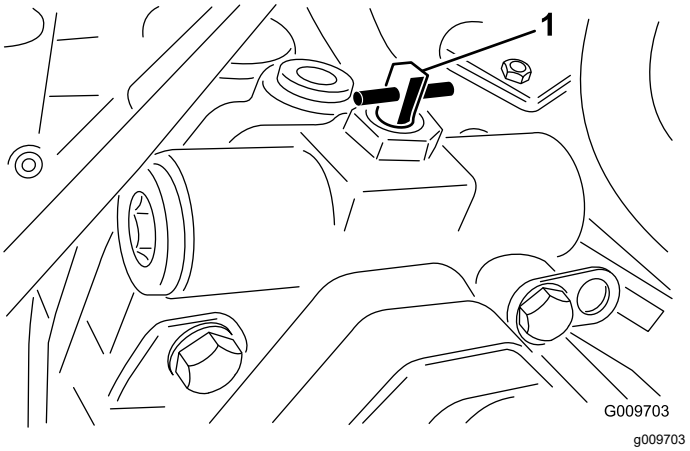

Figur 40
2. Vri ventilen ¼ omdreining til venstre eller høyre for å åpne den og la olje gå utenom internt (Figur 40). Siden du går utenom giroljen, kan du flytte maskinen sakte uten at drivverket skades. Merk deg plasseringen til ventilen når du åpner og lukker den.